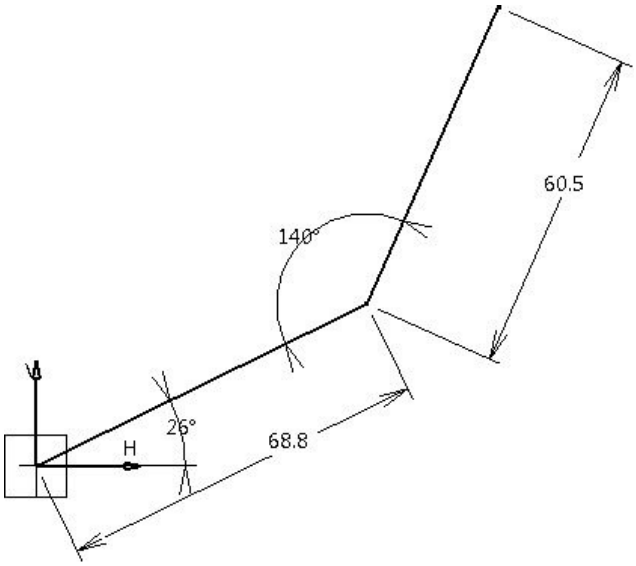

Figure 6-79 *Reference sketch*
a. Start a new file in the **Part** workbench and create the base feature of the model by extruding the sketch along the selected direction, refer to Figures 6-79 through 6-83.
2. Draw the sketch, as shown in Figure 6-79, and then exit the **Sketcher** workbench.